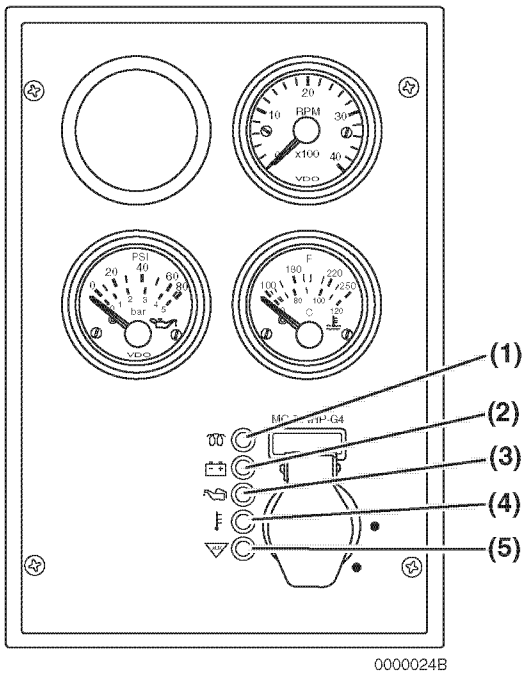
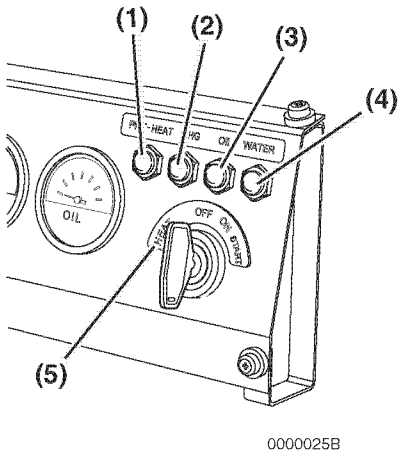

*Figure 9*
*Figure 10*
**HEAT indicator (Figure 9, (1))** - The pre-heat function is automatically activated when the key switch is turned to the ON position. The indicator flashes for several seconds (4 sec. for IDI models with glow plugs, 15 sec. for DI models with glow plugs or air heater) and when it goes out you can turn the key switch to START.
**HEAT indicator (Figure 10, (1))** - Note that on this type of panel you must turn the key to the HEAT position **(Figure 10, (5))** to activate the inlet air heater or glow plugs. The indicator will flash for several seconds (4 sec. for IDI models with glow plugs, 15 sec. for DI models with glow plugs or air heater) when you turn the key to HEAT and when it goes out, you can turn the key switch to START.
**Battery Charge (Figure 9, (2))** or **(Figure 10, (2))** - This indicator will come on if there is a problem in the charging system. This indicator does not indicate if the battery is discharged. *See Troubleshooting Chart on page 113.*
**Engine Oil Pressure (Figure 9, (3))** or **(Figure 10, (3))** - This indicator will come on if the engine oil pressure is below or exceeds normal limits. *See Troubleshooting Chart on page 113.*
**Engine Coolant Temperature (Figure 9, (4))** or **(Figure 10, (4))** - This indicator will come on if the engine coolant temperature exceeds normal limits. *See Troubleshooting Chart on page 113.*
**Auxiliary (Figure 9, (5))** - Used for special applications.